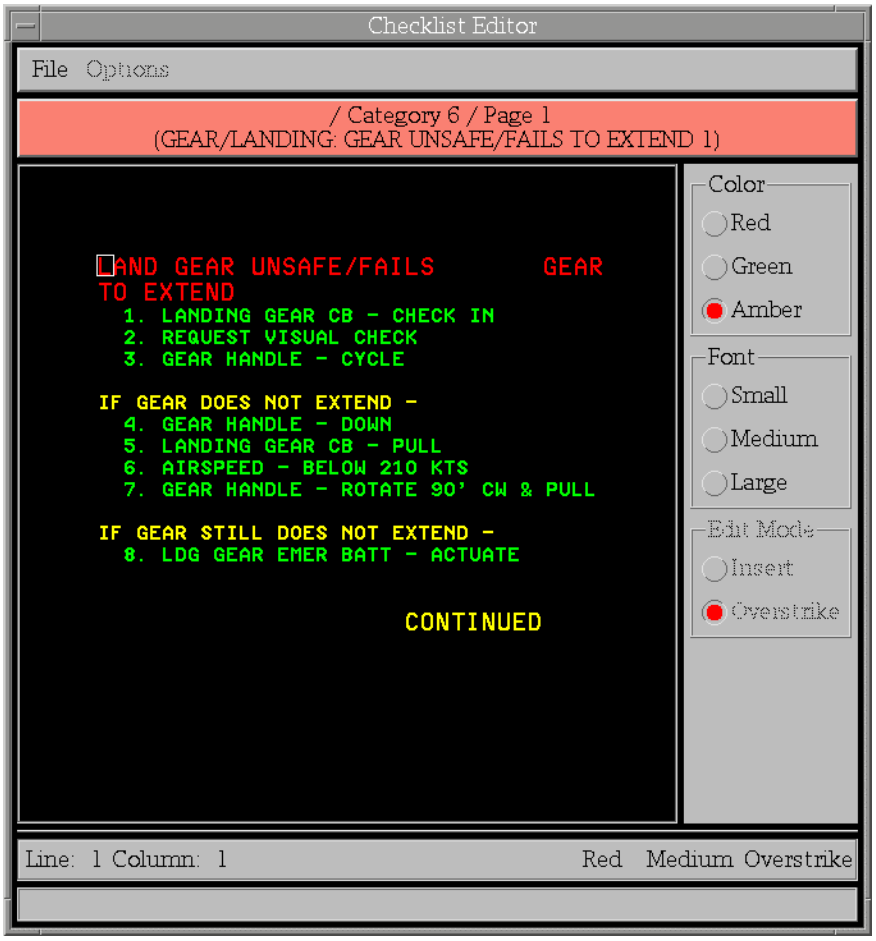

Fig. 46 — Checklist Editor window
3.3.6.3.4 Checklist Editor — Use the Checklist Editor to edit a page image. Select the desired page by clicking on the appropriate page button within the Page Manager, then double-clicking on its image. MMC will display the **Checklist Editor Window** (Fig. 46) to help the user build and modify AV-8B checklists that can be displayed in the cockpit moving-map system. Editor functions include changing text color (*Red*, *Green*, or *Amber*) and font size (*Small*, *Medium*, or *Large*). A future version may support both *Insert* and *Overstrike* edit modes, but currently only *Overstrike* is available.